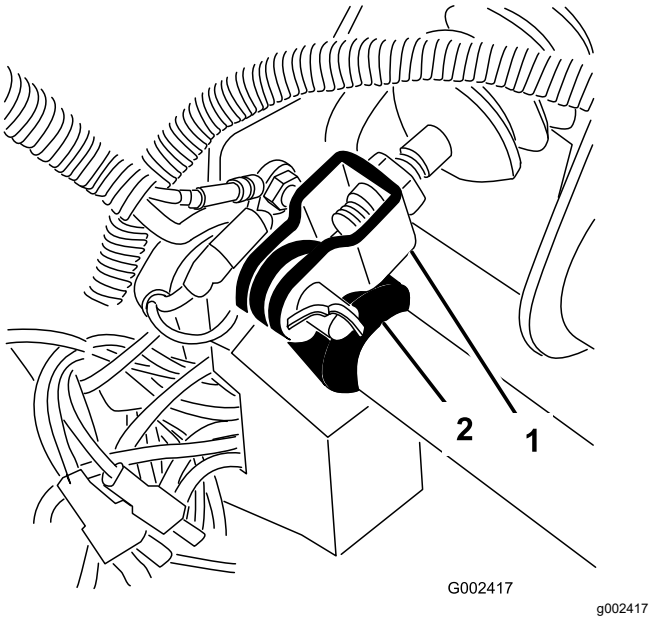

**図 61**
1. マスターシリンダのヨークをブレーキペダルのピボットに固定しているコッターピンとクレビスピンを取る図 61。